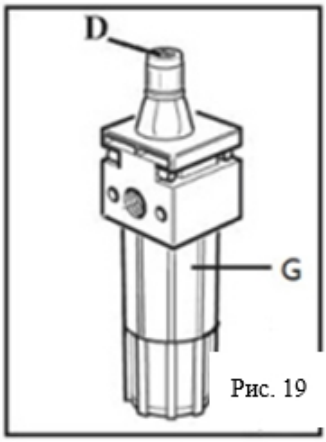

Рис. 19
- Нажмите педаль отжимной лопатки 3-4 раза. Убедитесь, что масло капнуло в стакан G.B противном случае используйте регулировочный винт D (рис.19) .